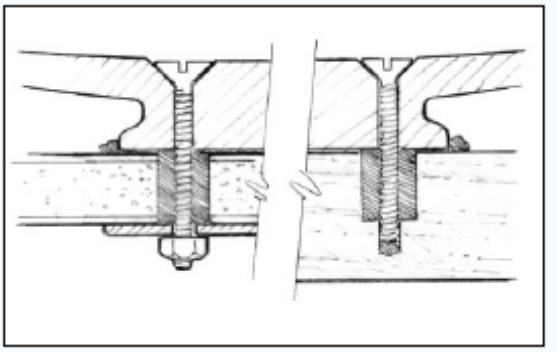

Рис.18. Установите и затяните болты так, чтобы небольшое количество смолы вышло из стыка
5. Установите оборудование в необходимом положении. Вставьте и зажмите болт так, чтобы небольшое количество смолы выдавилось из стыка (*Рисунок 18).*